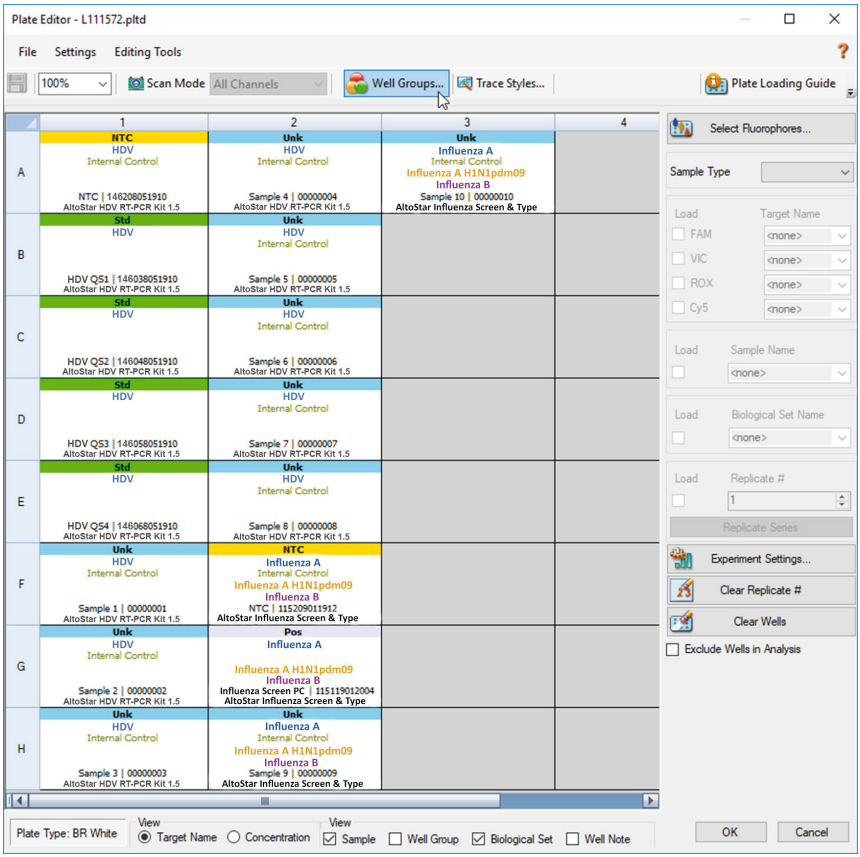

Figura 1: Cuadro de diálogo Plate Editor (editor de placa)
1. En la ventana Data Analysis (análisis de datos), haga clic en el botón **Plate Setup** (configuración de la placa) en la barra de herramientas y seleccione **View/Edit Plate** (ver/editar placa). Se muestra el cuadro de diálogo Plate Editor (editor de placa) (consulte la figura 1).